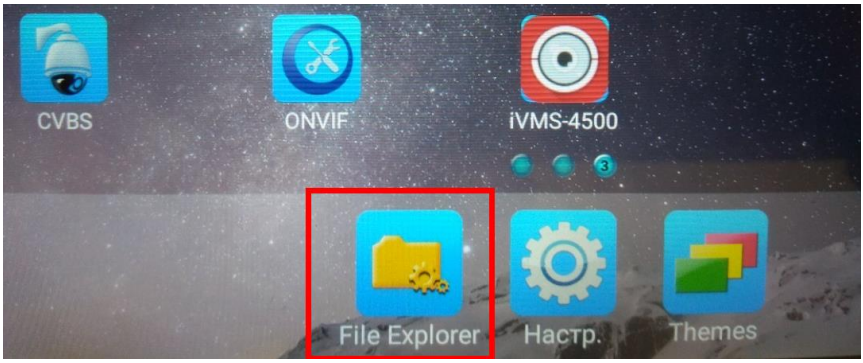

Рис. 214 Приложение File Explorer
4) Вернитесь на рабочий стол тестера, найдите значок приложения File Explorer и запустите его (рис. 214);